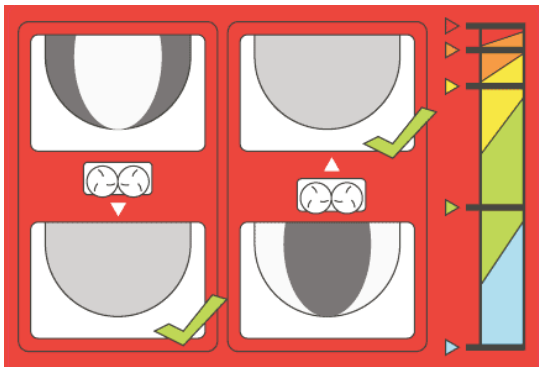

**Figuur 41**
Om dit te corrigeren, is de **afstelling van de basisinstelling** voorzien van een illustratie met informatie hoe u dit kunt doen (Figuur 41).
**Opmerking:** De kleuren van de sticker in Figuur 41 komen overeen met de kleuren van de hoofdsticker (Figuur 28).